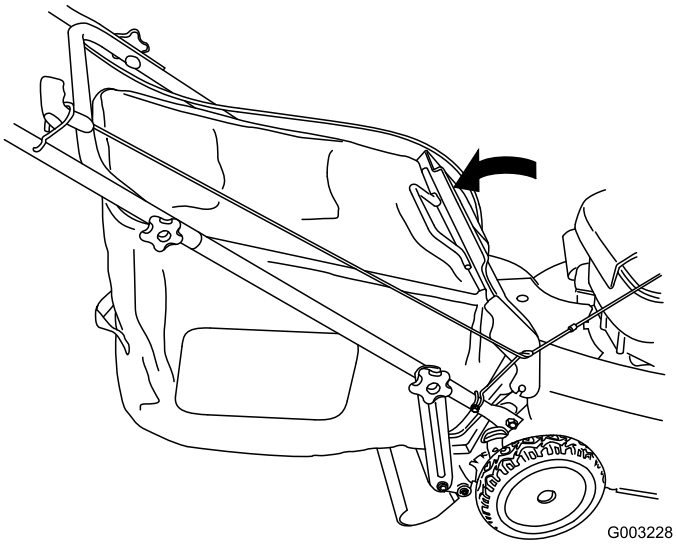

**Figuur 25**
5. Zet de achterklep omlaag (Figuur 25).